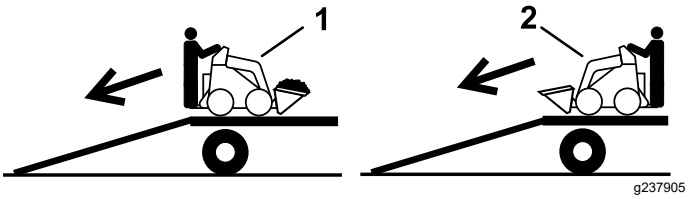

**Figuur 16**
2. Rij de machine van de aanhanger met de zwaarste kant naar de bovenste zijde van de oprijplaat gericht, en zorg dat de lading onderaan zit (Figuur 16).